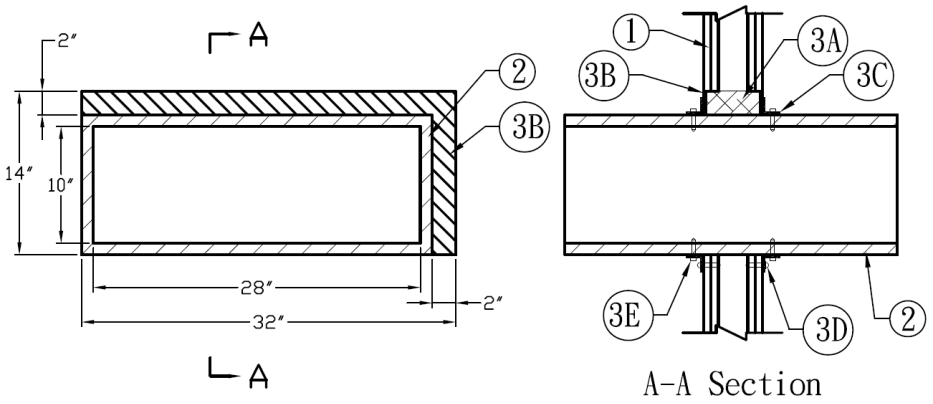

Figure 1. Through Penetration Firestop System
1. **SUPPORTING CONSTRUCTION:** Refer to Figure 1. Opening size shall be 4 in. larger in each direction than the uninsulated size of the penetrating duct. Create a rectangular, framed or solid-sided through-opening in a symmetrical, Code-conforming, 2 hour fire-rated wall assembly consisting of the min. construction features of one of the following options: